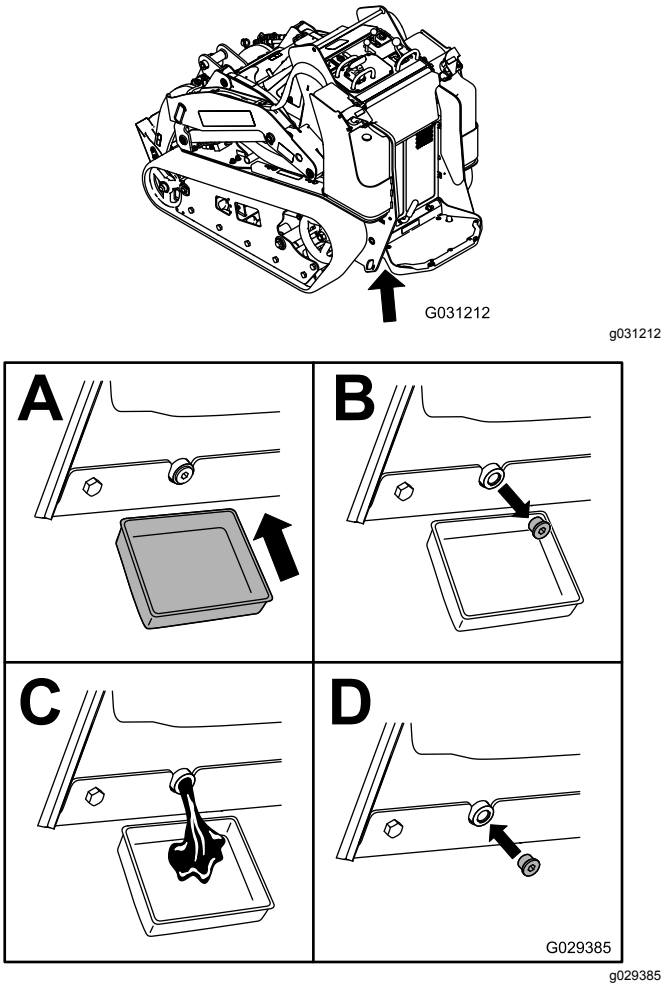

**Rysunek 49**
5. Spuść olej pod platformą (Rysunek 49).